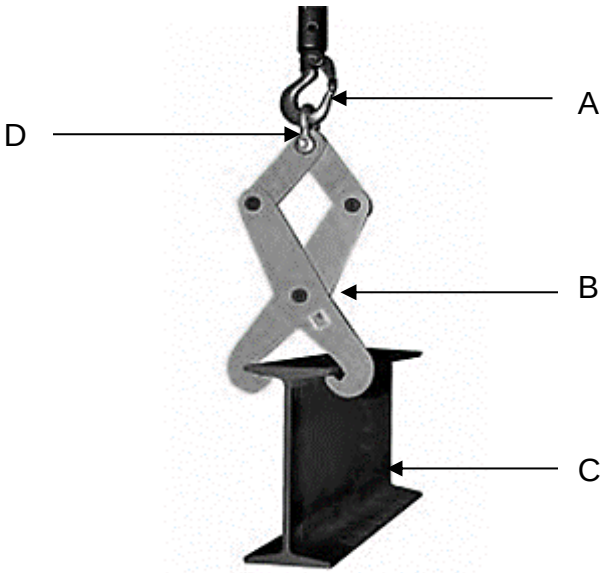

FIGURE 4
5.1 FIGURE 4 shows components of a lifting device. Label the parts (A–D) in the ANSWER BOOK. (4)